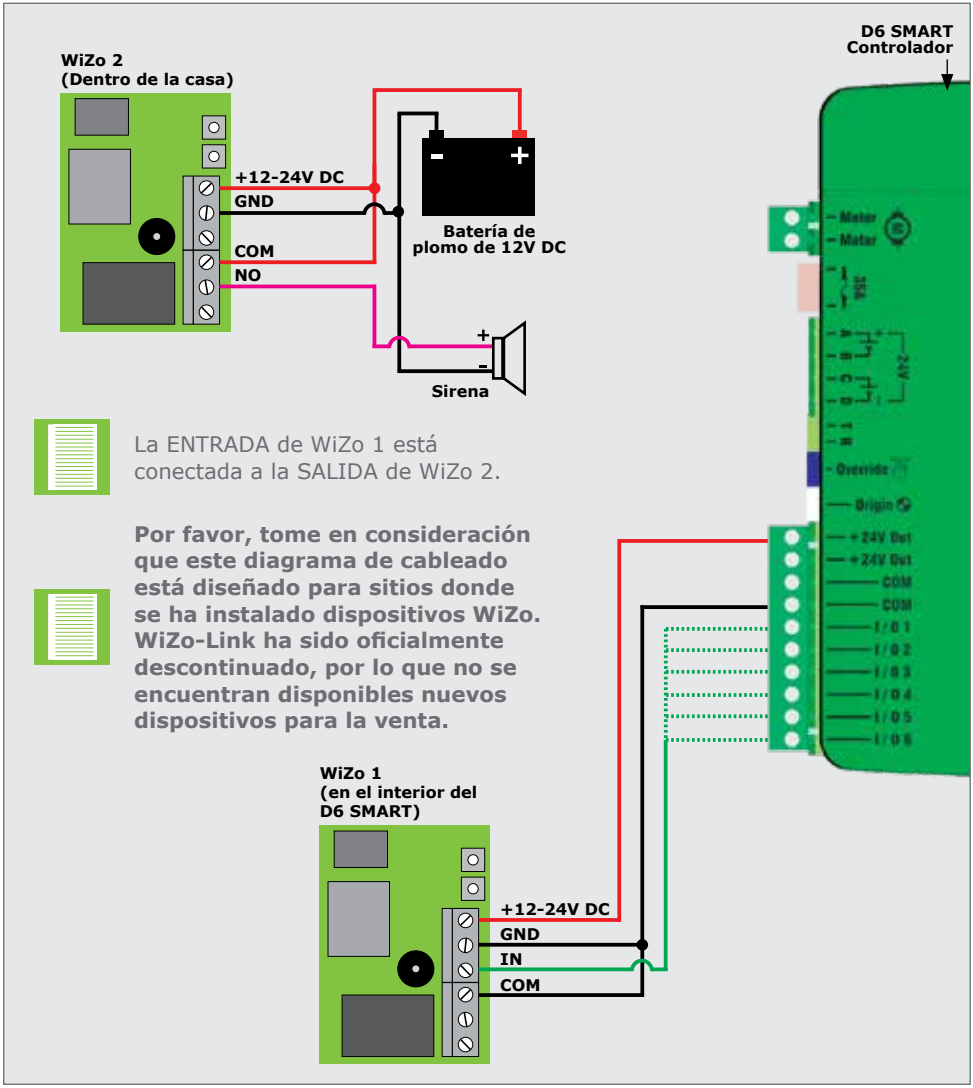

FIGURA 89. CONEXIÓN DE ALARMA ANTIRROBO CON DOS WIZOS
- El pulsador/ACT, (cable verde), en la Figura 89, puede ser conectado a la E/S 1 - E/S 6, dependiendo de las necesidades individuales del sitio.